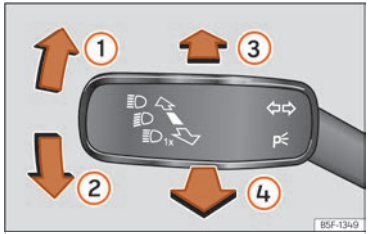

Fig. 84 Turn signal and main beam lever.
- From the base position, press the turn signal and main beam headlights lever forwards ››› Fig. 84 ③.
- **EITHER:** if main beam assist is on, pull the turn signal light and main beam headlights lever back ››› Fig. 84 ④.